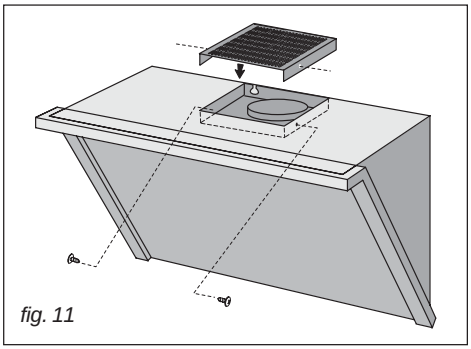

fig. 11
- Monter la grille métallique en la fixant avec 2 vis depuis l'intérieur de la hotte (fig.11).